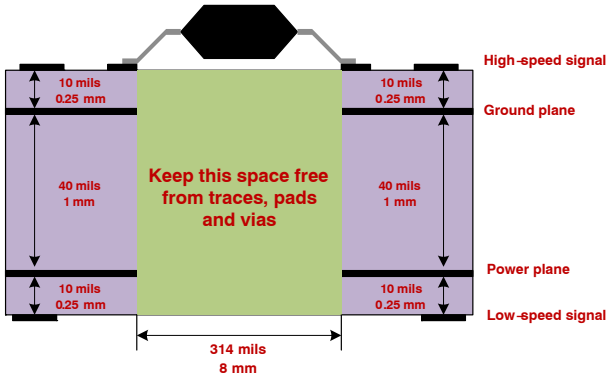

Figure 66. Recommended Layer Stack
- To ensure isolation performance between the primary and secondary side, any PCB traces or copper should be not placed under the driver device as shown in Figure 66. A PCB cutout is recommended to avoid contamination that may impair the isolation performance of NCP51561.